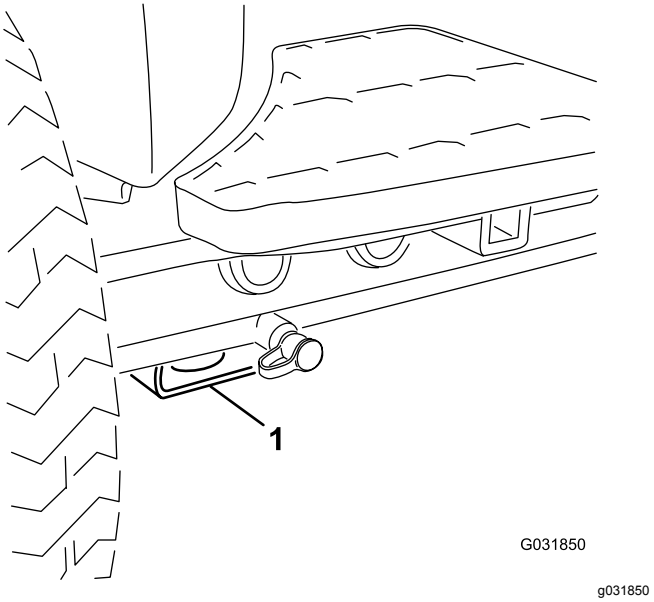

Figuur 36
- Voor – rechthoekig blok, onder de asbuis, aan de binnenzijde van beide voorwielen (Figuur 36).